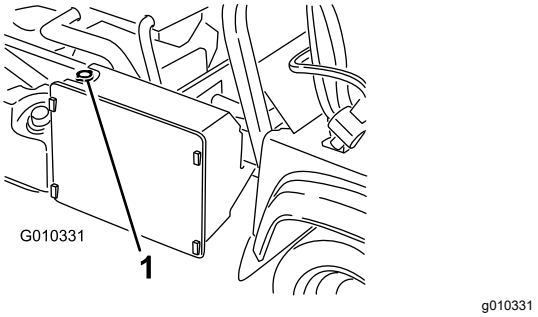

Figura 54
3. Retire el tapón del radiador (Figura 54).
4. Retire el tapón del depósito auxiliar (Figura 54).
7. Rellene el radiador y coloque el tapón (Figura 54).